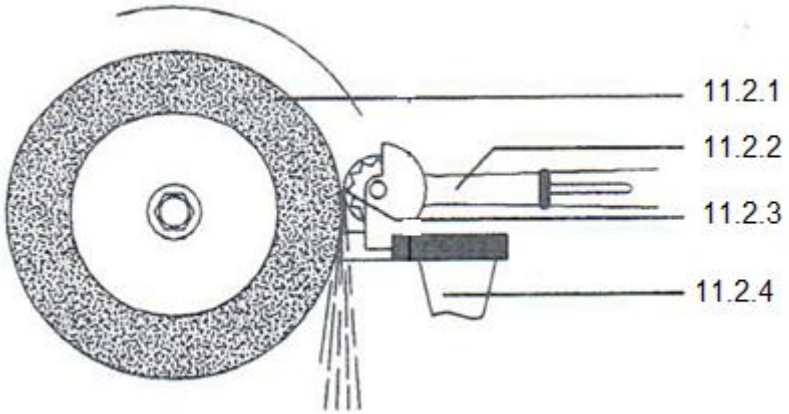

FIGUUR 4
11.2 FIGUUR 4 toon 'n diamantpunt-slypwielbewerker.